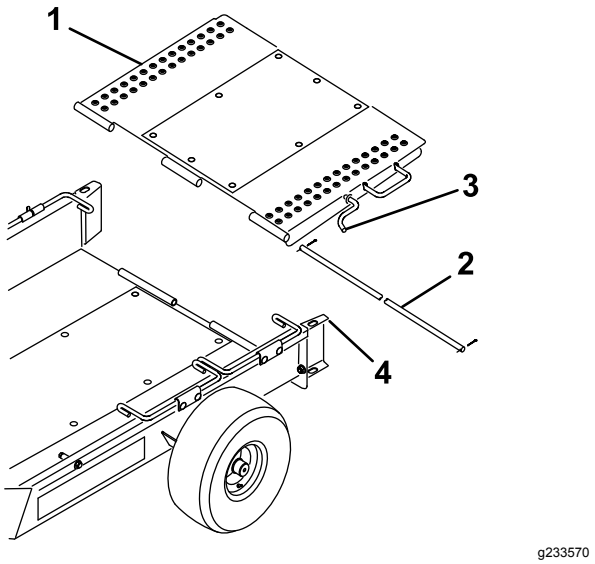

Figuur 4
5. Monteer de oprijplaat van de aanhangwagen aan de achterkant van de laadbak; gebruik hierbij de scharnierstaaf en 2 borgpennen (Figuur 4).
6. Kantel de oprijplaat van de aanhangwagen omhoog en haak de grendel van de oprijplaat in de opening bovenaan de wielgeleider (Figuur 4).
8. Kantel de oprijplaat van de aanhangwagen omhoog en haak de grendel van de oprijplaat in de opening bovenaan de wielgeleider (Figuur 4).